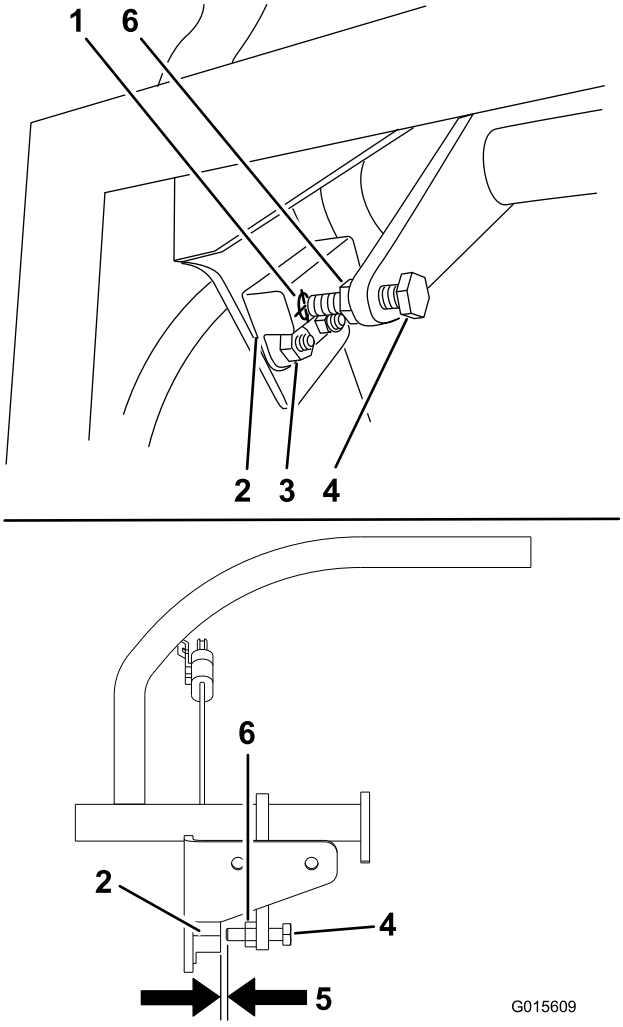

Figure 57
1. Vérifiez que le boulon fixé au levier de commande de déplacement est aligné avec la cible du contacteur de proximité (Figure 57).
2. Au besoin, desserrez les boulons et réglez le contacteur de proximité jusqu'à ce que la cible soit alignée avec le boulon fixé au levier de commande de déplacement (Figure 57).
3. Vérifiez la distance entre le boulon et le contacteur de proximité. Elle doit être comprise entre 1,27 et 2,29 mm (0,050 et 0,090") (Figure 57).
4. Si un réglage est nécessaire, desserrez l'écrou de blocage et réglez le boulon à la bonne distance. Serrez l'écrou de blocage après avoir réglé le boulon (Figure 57).